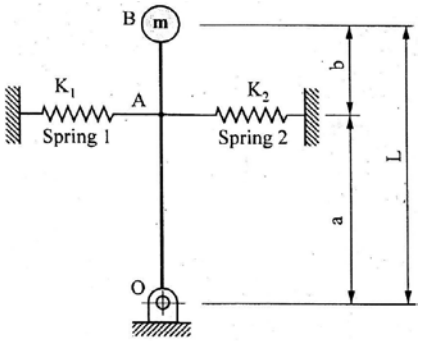

Fig 3.0
Q.3 **(a)** Find the natural frequency of system shown in fig 3.0.If m, K_1, K_2, L are fixed, find the value of 'b' for which the system will not vibrate. **07**